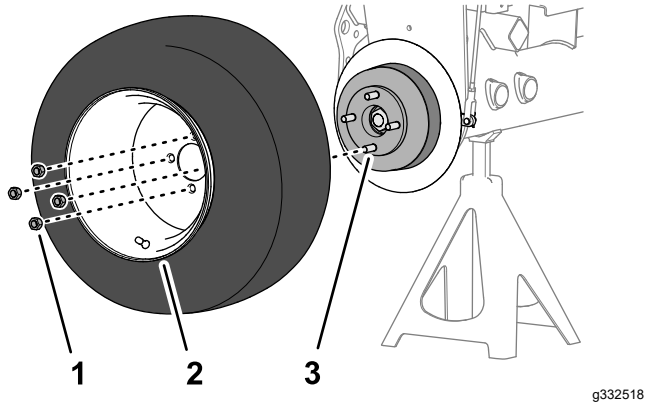

Figur 72
1. Montera hjulet på navet med de fyra hjulmuttrarna (Figur 72) och dra åt hjulmuttrarna för hand.